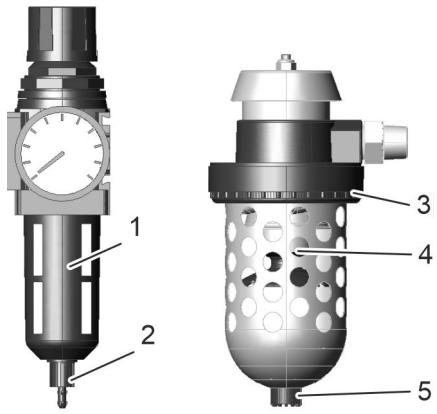

Abb. 15: Filter prüfen
Kondensat ablassen. Dazu am Druckminderer und am Filterschalldämpfer die Ablassschrauben (Abb. 15/2 und 5) leicht öffnen. Kondensat auffangen und umweltgerecht entsorgen.
Filter des Druckminderers (Abb. 15/1) auf Verschmutzungen und Schäden prüfen. Bei Bedarf austauschen oder reinigen.
3. → Sinterfilter des Filterschalldämpfers (Abb. 15/4) auf Verschmutzungen prüfen. Dazu Verschraubung (Abb. 15/3) lösen, Behälter abnehmen, Befestigungsmutter vom Sinterfilter lösen und Sinterfilter herausnehmen.